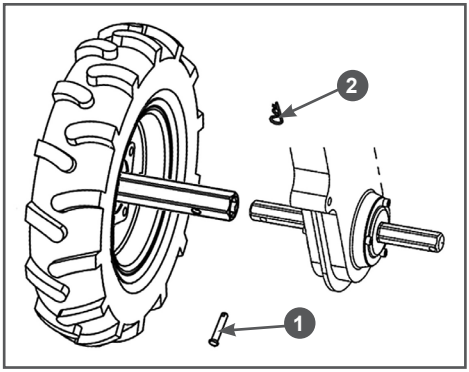

Рис. 16 Установка колес
3. Установите колеса с осями в сборе на выходной вал редуктора, закрепите оси пальцами 1 и шплинтами 2 (Рис. 16).